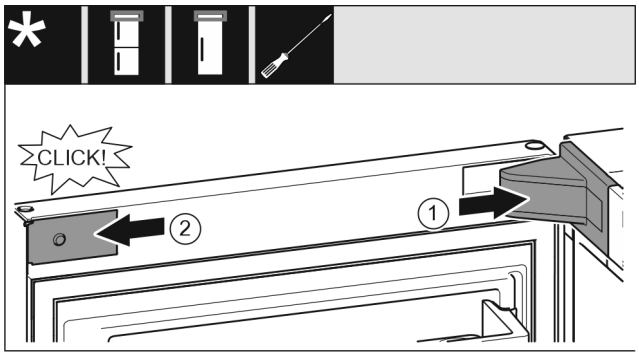

*Fig. 28*
- ▶ Lagerbokafdekking *Fig. 28 (1)* plaatsen en vastklikken, evt. voorzichtig uit elkaar drukken.
- ▶ Panelen *Fig. 28 (2)* aan de zijkanten plaatsen en vastklikken.